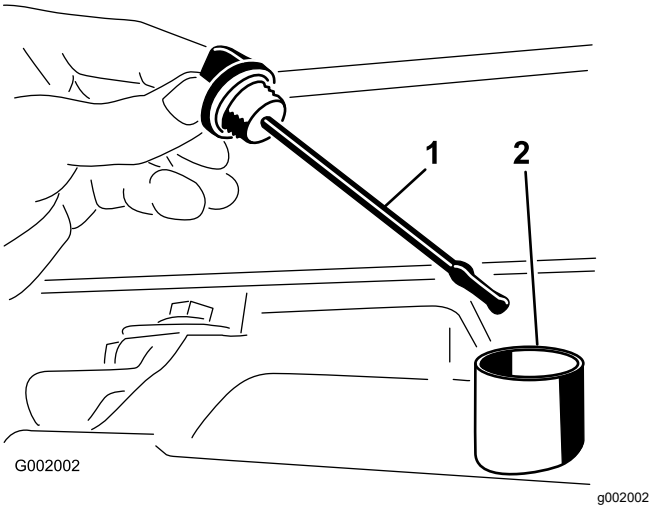

Figur 55
2. Ta ut stickan du kontrollerar växellådans oljenivå med och torka av den med en ren trasa (Figur 55).